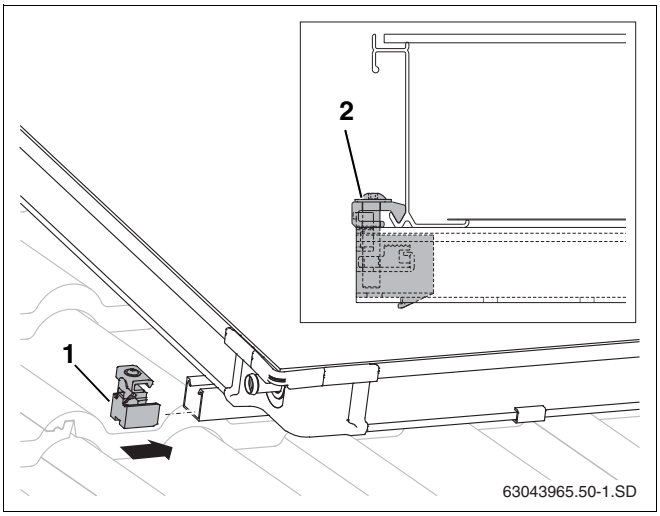

Рис. 49 Односторонний зажим коллектора слева
- Задвиньте односторонние зажимы (рис. 49, **поз. 1**) в верхнюю и нижнюю профильные шины.
- Придвиньте зажимы к раме коллектора и затяните ключом SW 5 (рис. 49, **поз. 2**).